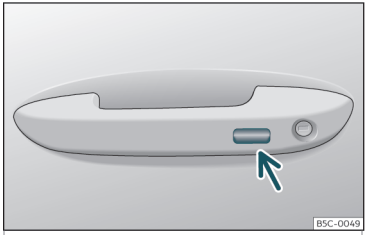

Fig. 84 Door handle: sensor surface.
- **OR** by means of the Keyless Access* (only closing): Press and hold the locking sensor surface››› **Fig. 84** (arrow) on the door handle for several seconds to close the windows and the sunroof*. If you release the sensor surface, the closing movement stops.
- Press and hold the locking sensor surface ››› **Fig. 84** (arrow) on the door handle to close the sunroof. If you release the sensor surface, the closing movement stops.